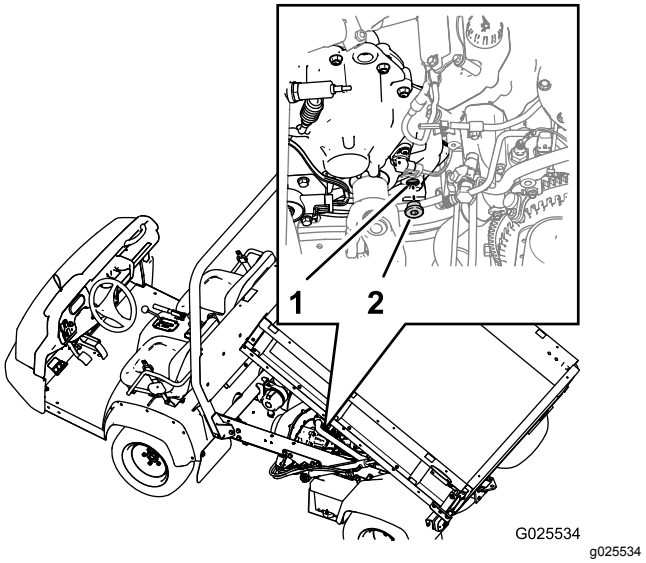

Figur 57
1. Find påfyldningsproppen i det nederste indvendige område bag på transmissionen (Figur 57).
3. Drej proppen mod uret, og fjern proppen fra påfyldningshullet i transmissionen (Figur 57).
4. Hvis transmissionsvæskeniveauet er lavt, skal der fyldes transmissionsvæske af den angivne type i transmissionen gennem påfyldningshullet, indtil væskeniveauet flugter med bunden af gevindene i hullet (Figur 57).
6. Monter påfyldningsproppen i transmissionen, og tilspænd den med hånden (Figur 57).